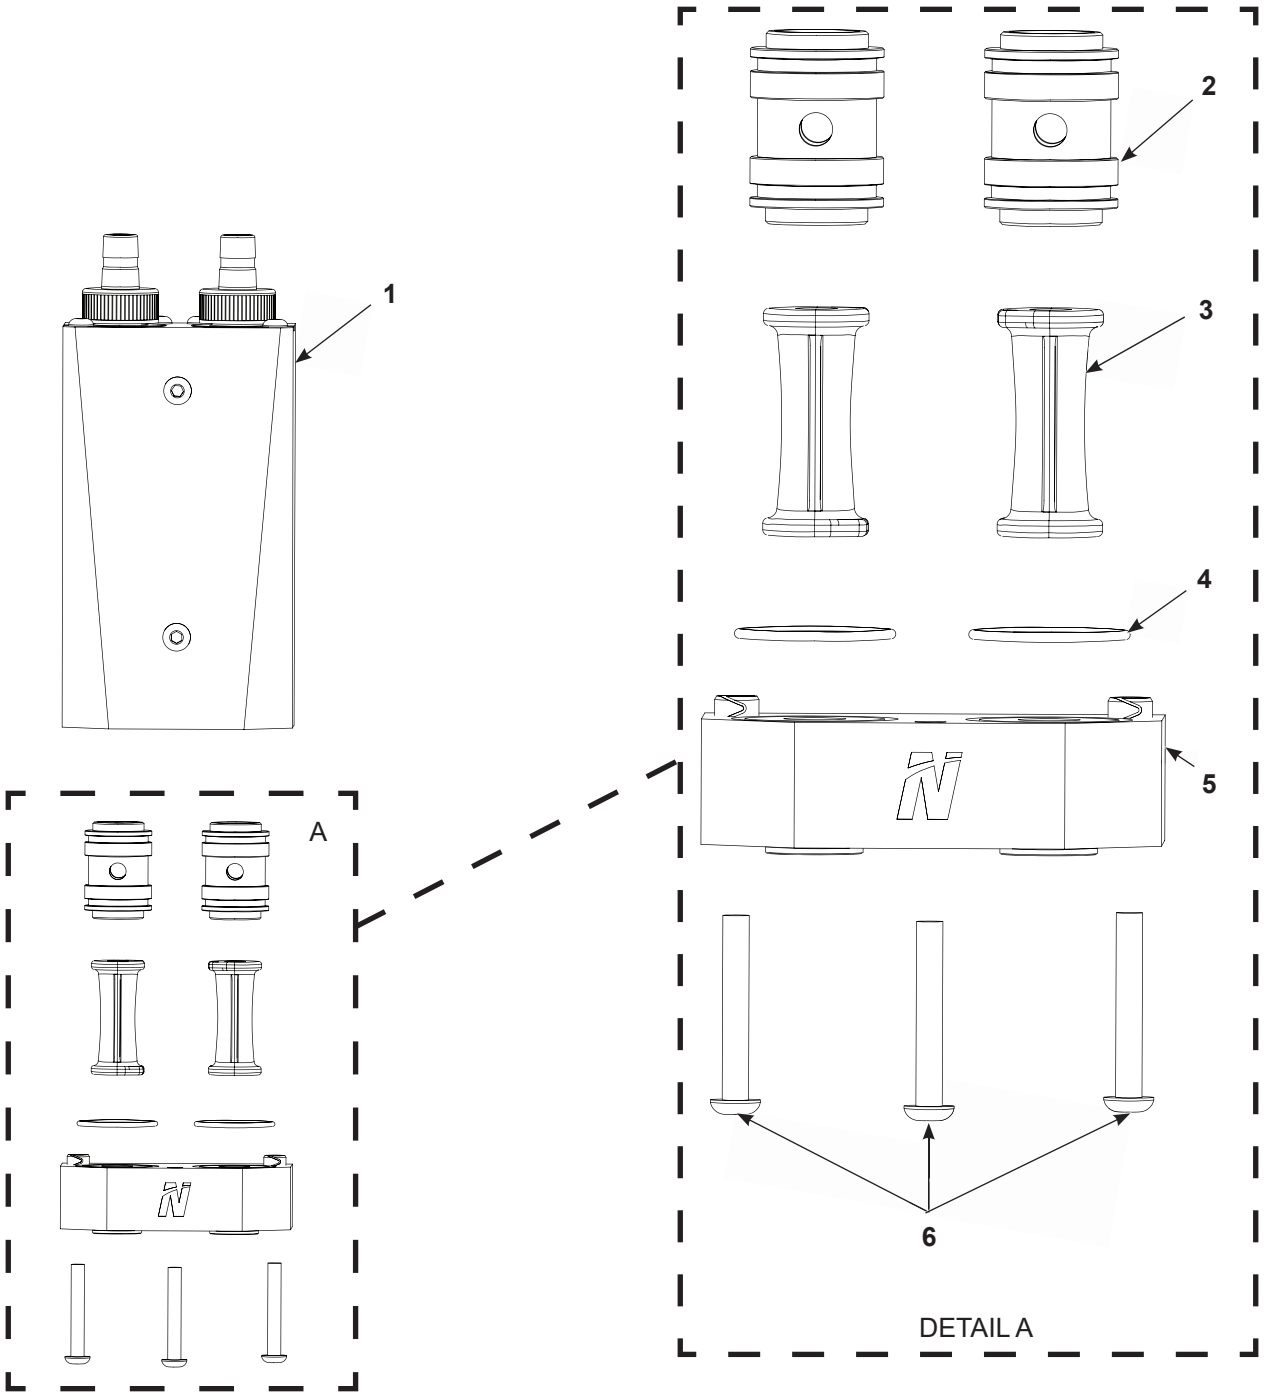

Figure 11 Lower Component Replacement - Dual Inline Pump
1. See Figure 11. Utilizing a 4 mm hex key, remove the screws (6) securing the manifold (5) to the dual inline pump (1).
2. Remove the pinch valves (3).
3. Utilize hand pressure to carefully pull the pinch valves (3) from the lower pinch valve cages (2).